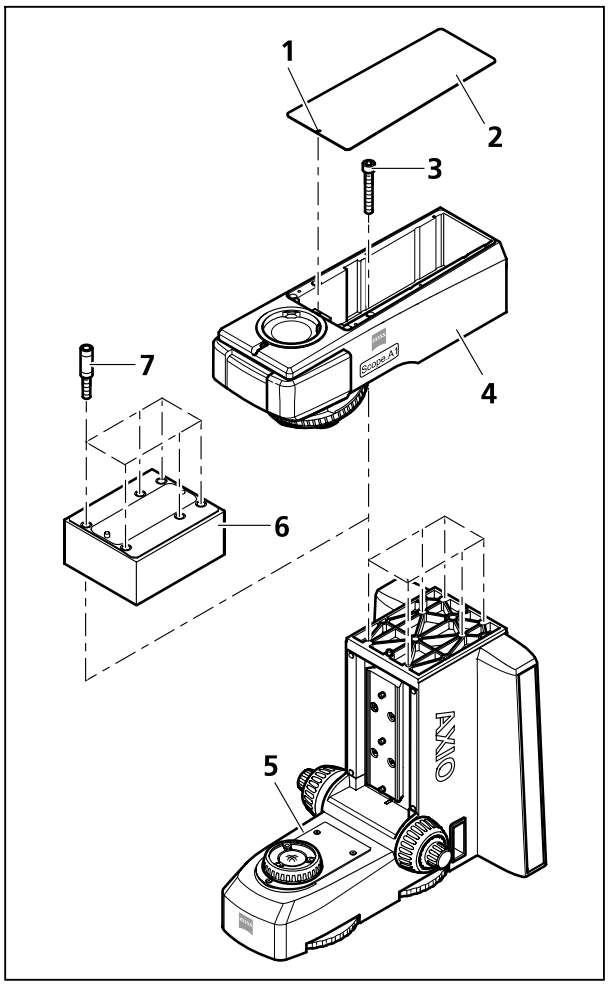

Bild 3-43 Stativoberteil wechseln, Zwischenstück einsetzen
- Magnetisch gehalterten Deckel (Bild 3-43/**2**) des Stativoberteils abnehmen. Dazu einen Schraubendreher in die vorn angebrachte Montageöffnung (Bild 3-43/**1**) einstecken und damit den Deckel anheben.
- Das Stativoberteil (Bild 3-43/**4**) festhalten, die sechs Innensechskantschrauben (Bild 3-43/**3**) mit Kugelkopf-Schraubendreher SW 5 herausschrauben und Stativoberteil abnehmen.
- Falls ein Zwischenstück (Bild 3-43/**6**) montiert werden soll, die zum jeweiligen Zwischenstück passenden Abstandshülsen (Bild 3-43/**7**) mit beiliegendem Schlüssel SW 8 in das Stativunterteil einschrauben und das Zwischenstück 30 mm oder 60 mm aufsetzen.
- Das neu zu montierende Stativoberteil (Bild 3-43/**4**) auf das Stativunterteil oder das Zwischenstück aufsetzen, festhalten und mit den sechs Innensechskantschrauben (Bild 3-43/**3**) festschrauben.